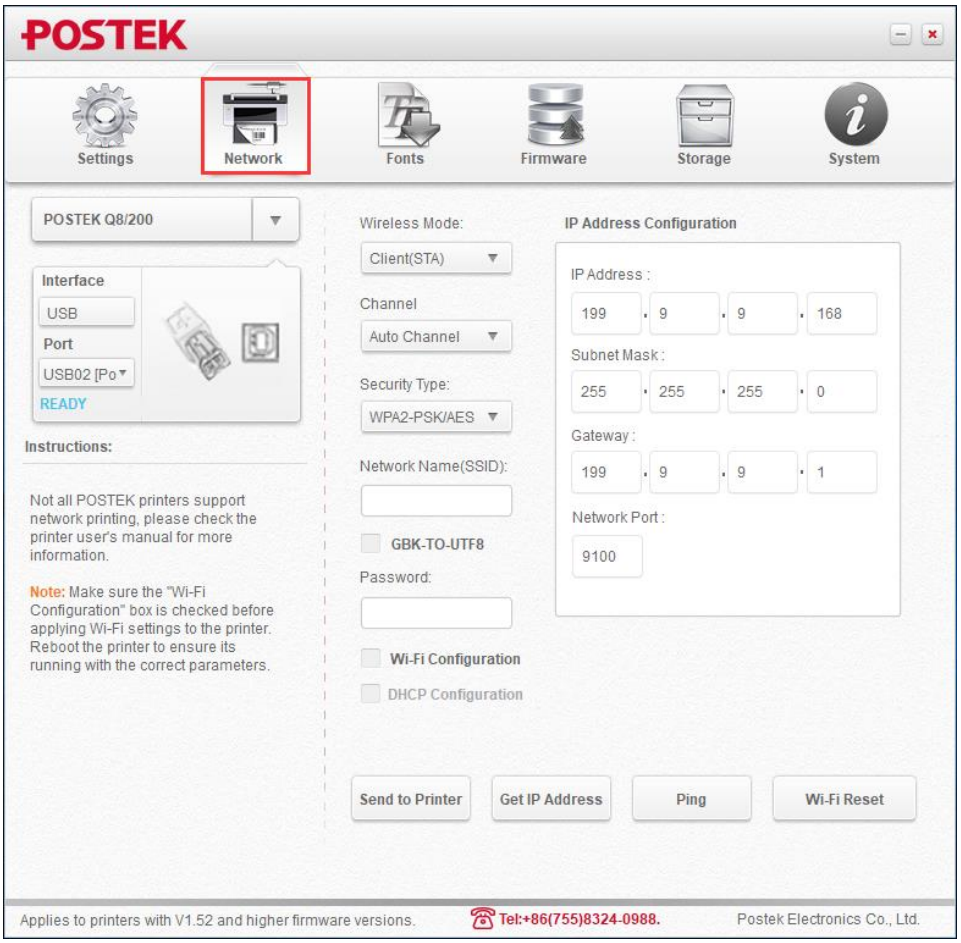

Figure 2-26 Open the Utility
3. Open the Utility software and click "Network", as shown in Figure 2-26.